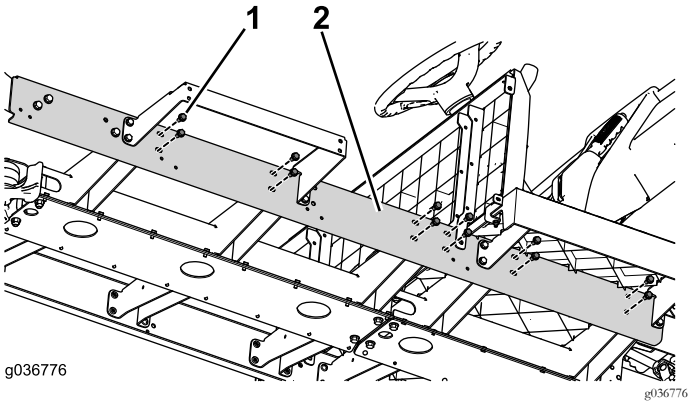

Figura 31
7. Instale as ferragens restanets do canal (Figura 31).